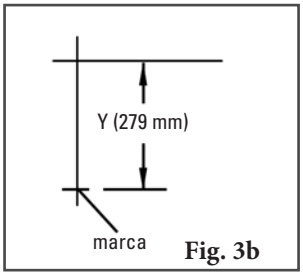
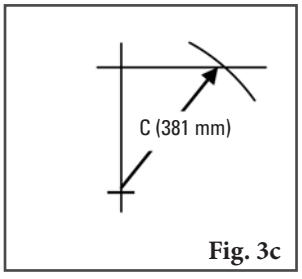
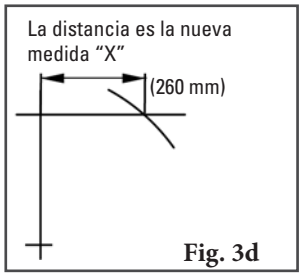

Fig. 3b
Fig. 3c
Fig. 3d
2. **Determine la medida final.** En una superficie vertical plana, con un nivel, trace una línea horizontal y una vertical creando un triángulo rectángulo (Fig. 3a). Mida desde la intersección en la medida "Y" establecida y marque (Fig. 3b). Con la cinta métrica, comenzando en la marca "Y" modificada, mueva la cinta a lo largo de la línea de "X" y marque la medida "C" donde cruza la línea "X" (Fig. 3c). Mida desde la intersección hacia la intersección "C" y esta será su nueva medida "X" (Fig. 3d).